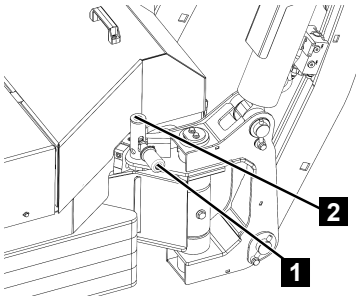

Fig. 130
2. Use your free hand to unlock the locking bolt by pulling on the handle (Fig.130/1) and pull it up along the link (Fig.130/2) until the outrigger can be pivoted freely.